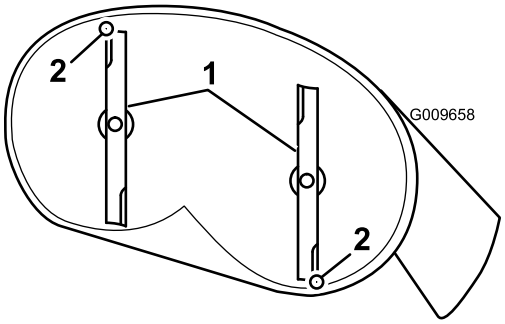
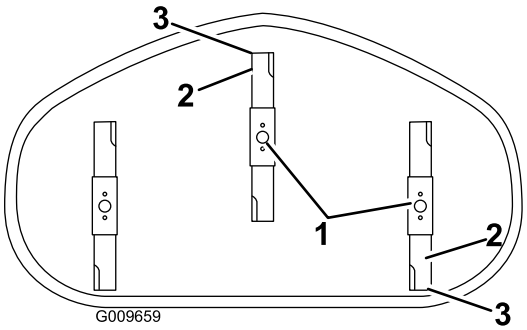

Figuur 62
Figuur 63
4. Draai de messen voorzichtig zodat ze van voren naar achteren staan (Figuur 62 en Figuur 63).
5. Meet van het uiteinde van het voorste mes naar het platte vlak en van de tip van het achterste mes naar het platte vlak (Figuur 62 en Figuur 63). Als de rand van het voorste mes niet 1,6–7,9 mm lager staat dan de rand van het achterste mes, moet u de voorste borgmoer afstellen.
8. Na de afstelling moet u de schuimstand van het maaidek nogmaals controleren. Ga door met het instellen van de moer tot het uiteinde van het voorste mes 1,6-7,9 mm lager is dan het uiteinde van het achterste mes (Figuur 62 en Figuur 63).